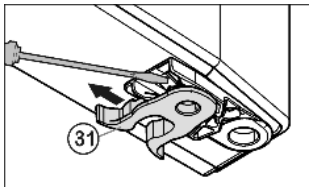

Fig. 6
- ▶ Przenieść zacisk sprężynowy *Fig. 6 (31)*: Zatrzask przycisnąć w dół, przy tym zdjąć zacisk sprężynowy.